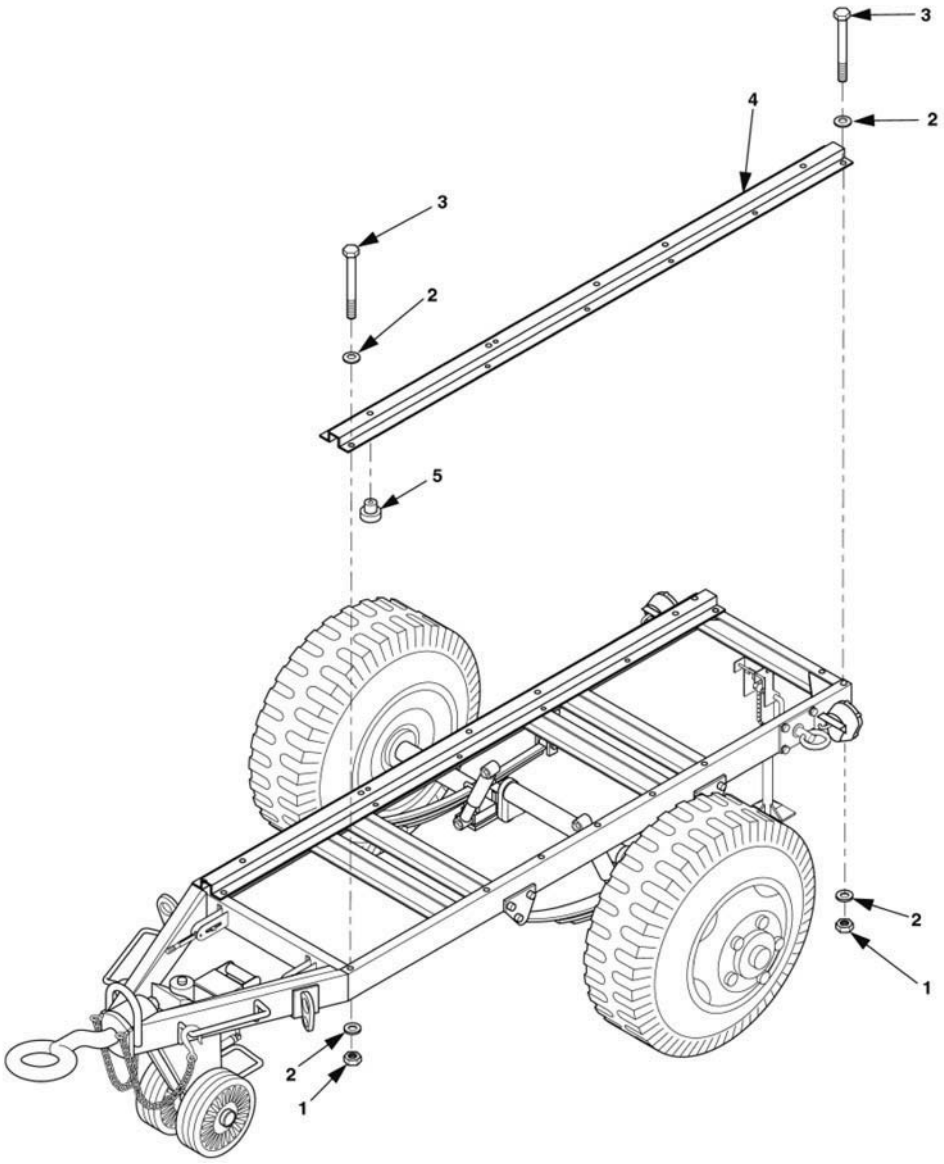

Figure 1. Replace AN/MJQ-37 and AN/MJQ-38 Generator Mounting Rails (M103A3 1½ Ton Trailer).
Remove self-locking nuts (Figure 1, Item 1), flat washers (2), cap screws (3), and mounting rail (4).